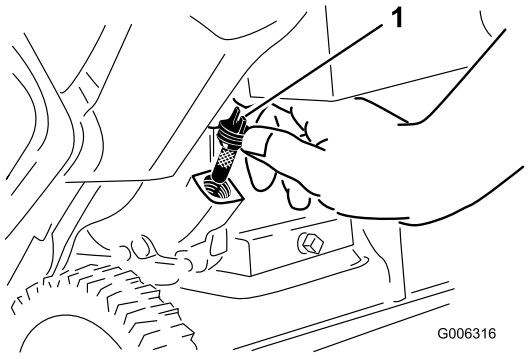

Figur 7
2. Rengør omkring oliepåfyldningsdækslet (Figur 7).